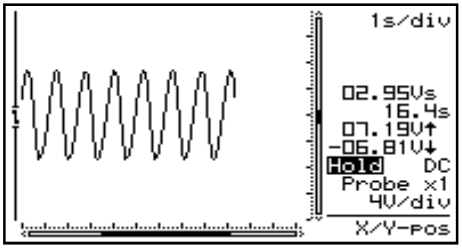

Fig 29
- At 1s/div timebase or slower, the readouts are forced to the instant information. **'Vs' (Fig. 29)** .
- Bij 1s/div tijdsbasis of trager wordt enkel de ogenblikkelijke waarde weergegeven. '**Vs' (Fig 29)**
- Avec une vitesse de balayage inférieure ou égale à 1s/div, l'affichage des mesures se réduit à la valeur de la tension échantillonnée en temps réel. **'Vs' (Fig 29)**
- Ab einer Zeiteinheit von 1s/div oder weniger wird die aktuelle Zeiteinheit, die Spannungseinheit sowie die Maximal- und Minnimalspannung angezeigt. Dieses kann nicht geändert werden. **'Vs' (Abb. 29)**